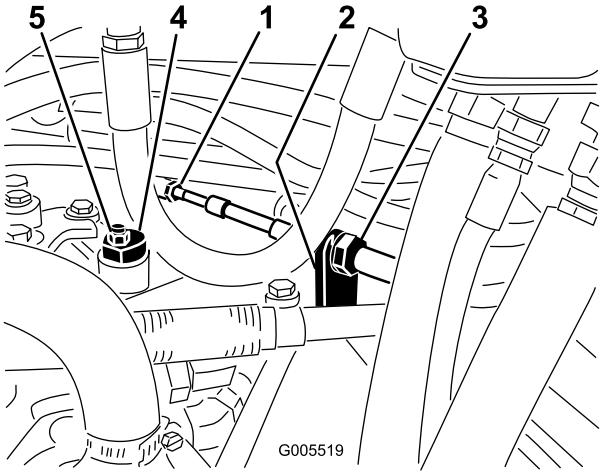

Figur 51
A. Løsne begge låsemutterne som fester trekkontrollkabelen til hydrostatens skillevegg (Figur 51). Pass på at låsemutterne er like løse, og at de er løse nok til at du kan foreta en justering.
Merk: Løsne mutteren som fester eksenteren til toppen av hydrostaten (Figur 51).
C. Stram eksenteren til den ikke beveger seg i noen retning. Når hjulet ikke lenger roterer, må du stramme mutteren som låser eksenteren og justeringen (Figur 51). Kontroller justeringen med gassen i sakte- og hurtigstillingene.
D. Stram låsemutterne på hver side av skilleveggen like mye, slik at du fester trekkabelen til skilleveggen (Figur 51).Ikke vri kabelen.